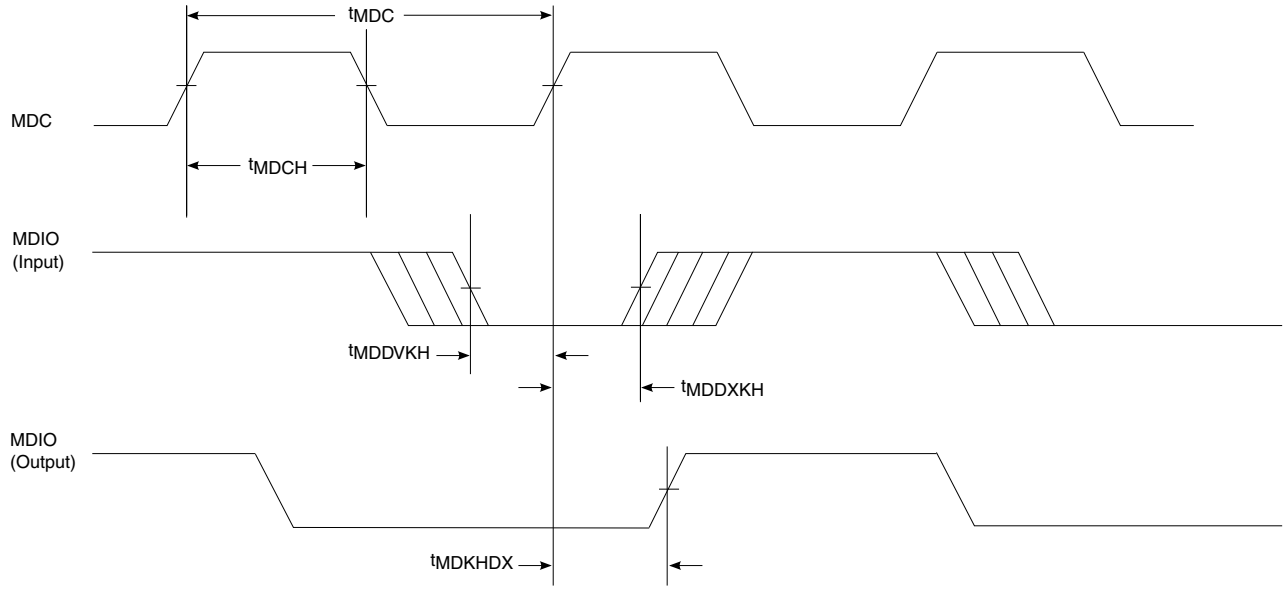

Figure 24. Ethernet management interface 1 timing diagram
1. This parameter is dependent on the Ethernet clock frequency. The EMDIO_CFG [MDIO_CLK_DIV] field determines the clock frequency of the MgmtClk Clock EMI1_MDC. 2. t_{enet_clk} is the Ethernet clock period. 3. MDIO timing is configurable by programming EMDIO_CFG register fields. 4. The default value of Y is 5. Y value is determined by EMDIO_CFG[NEG], EMDIO_CFG[MDIO_HOLD] and EMDIO[EHOLD]. It is recommended to use EMDIO_CFG[NEG]=1 for MDIO transactions. 5. The symbols used for timing specifications follow these patterns: $t_{\text{(first two letters of functional block)(signal)(state)(reference)(state)}}$ for inputs and $t_{\text{(first two letters of functional block)(reference)(state)(signal)(state)}}$ for outputs. For example, t_{MDKHDX} symbolizes management data timing (MD) for the time tMDC from clock reference (K) high (H) until data outputs (D) are invalid (X) or data hold time. Also, t_{MDDVKH} symbolizes management data timing (MD) with respect to the time data input signals (D) reach the valid state (V) relative to the tMDC clock reference (K) going to the high (H) state or setup time. 6. See Figure 24. on page 100.